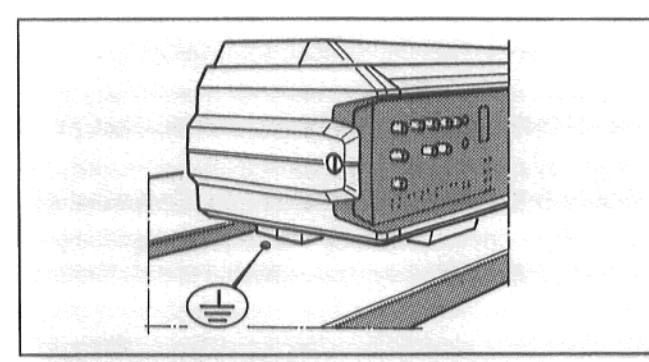

Rys. 43
- Przewód ochronny (żółty /zielony) musi w następującej kolejności zostać wkręcony w otwór ⏚ kaptur kotła, podkładki zębate, przewód ochronny, blachowkręt (p. Rys. 43).